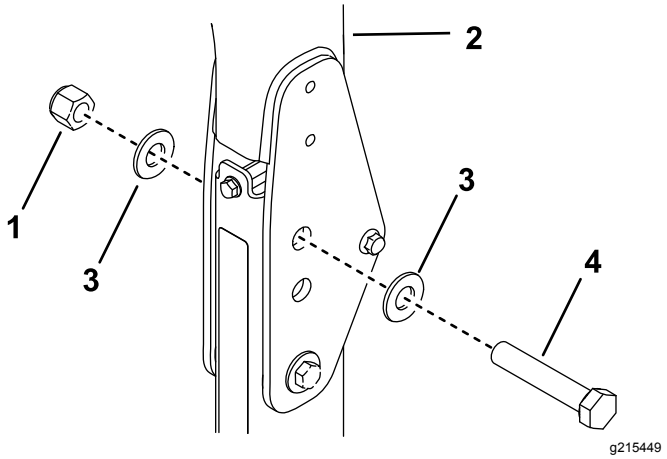

Рисунок 26
B. Установите шайбу (13/16 x 1½ дюйма) на каждый болт (¾ x 4 дюйма), как показано на Рисунок 26.
C. В отверстия, из которых были извлечены штифты, установите болты с шайбами (Рисунок 26).
D. Установите еще по одной шайбе на каждый болт и закрепите с помощью гаек (¾ дюйма), как показано на Рисунок 26.